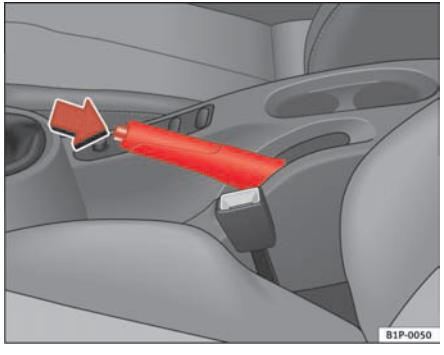

Fig. 122 Handbrake between the front seats
– Pull the handbrake lever up firmly ⇒ fig. 122.
– Pull the lever up slightly and press the locking knob in the direction of the arrow ⇒ fig. 122 and guide the handbrake lever down fully ⇒ ⚠.